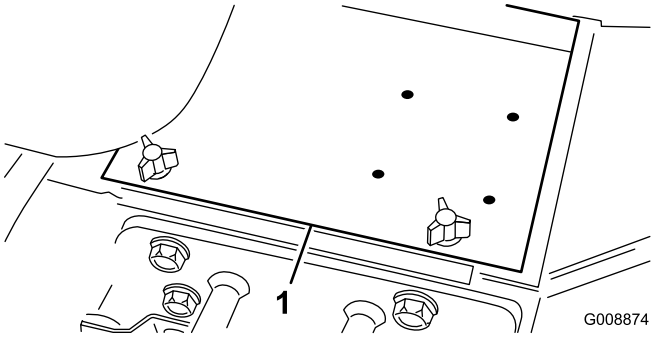

Rysunek 4
3. Zdejmij pokrywę akumulatora (Rysunek 4).